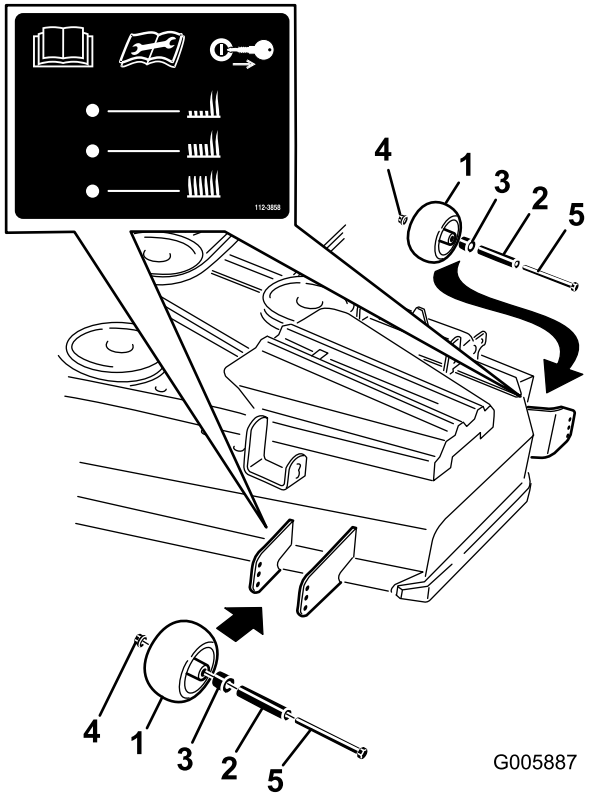
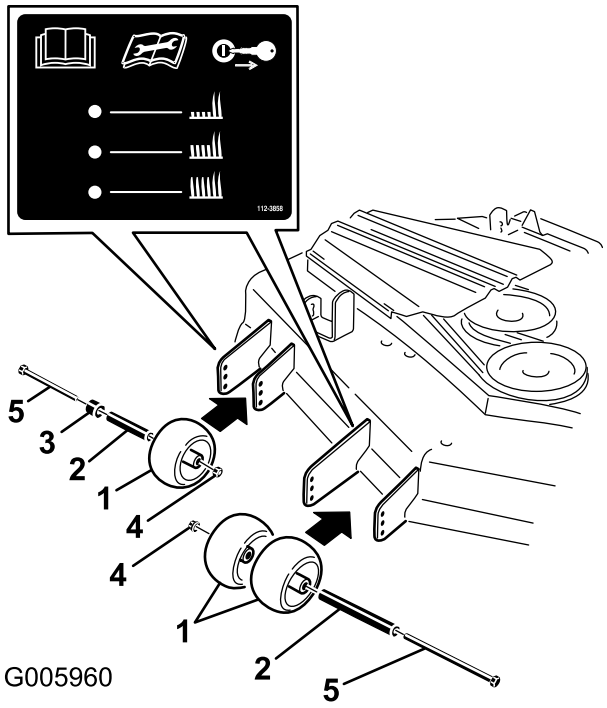

Figur 17
Figur 18
3. När du har ställt in klipphöjden kan du justera valsarna genom att lossa flänsmuttern, bussningen, distansbrickan och bulten (Figur 17 eller Figur 18).
Obs: De två mellersta valsarna kommer inte att ha en distansbricka (Figur 17 eller Figur 18).
5. Montera flänsmutterns bussning, distansbricka och bult. Dra åt till ett moment på 54–61 Nm (Figur 17 eller Figur 18).